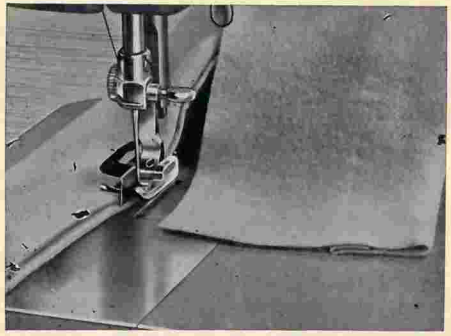

Abb. 36
Stichskala auf den abgebildeten Zierstich einstellen, Zickzack-Breite je nach Stoffstärke 1–1,5 mm, Stichlänge zwischen 1 und 2, Fadenspannung normal. Das Blindstichführungsblättchen wird mit dem Normal-Nähfuß Z–343 f angeschraubt (Abb. 36).
2. Dann faltet man die ganze Saumbreite nach der rechten Seite des Stoffes (siehe Abb. 36), wobei der Saum 1/2 cm vorstehen muß. Auf diesem freien Stück wird der Blindstich ausgeführt.